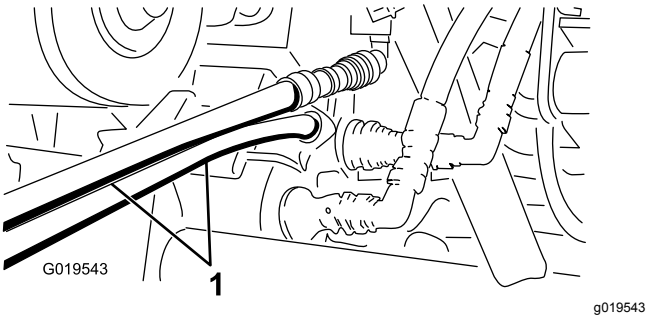

Figur 71
5. På den anden maskine: Forbind de to slanger med koblingen, der stadig sidder i koblingsholderen (forbind topslangen med topkoblingen og bundslangen med bundkoblingen) (Figur 71).